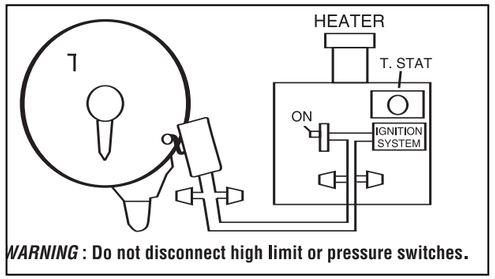

Figure 2
5. If required by the heater manufacturer, install fireman switch kit 156T4042A (not furnished) on Time Switch Plate and make the fireman switch connections. Use at least #18 AWG wiring with insulation rated 300 Volt or higher. Place heater ON/OFF switch on heater to **ON** (see Figure 2). Some heaters may require a special connecting harness, contact heater manufacturer for details.
- Stand-offs are not furnished. Order 21T156A for a set of four (4) stand-offs and mounting hardware.
c. Move the manual lever of Time Switch to the right (ON). Pump should start and run on full speed.